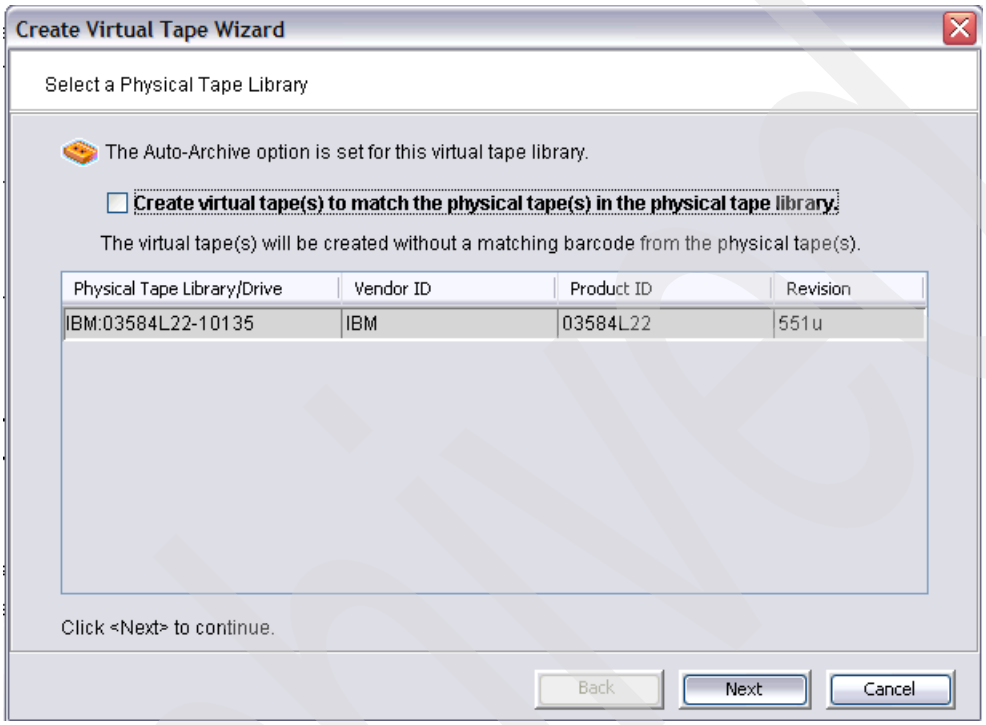

Figure 4-35 Panel for choosing a physical tape library: Create virtual tapes option not selected
2. In the Select a Physical Tape Library panel (Figure 4-35), you can choose a physical tape library. As discussed previously, we want to create virtual volumes that do not match any physical tape labels. Because those virtual volumes cannot be exported to physical tape, we do not select the Create virtual tape(s) to match the physical tape(s) in the physical library option.